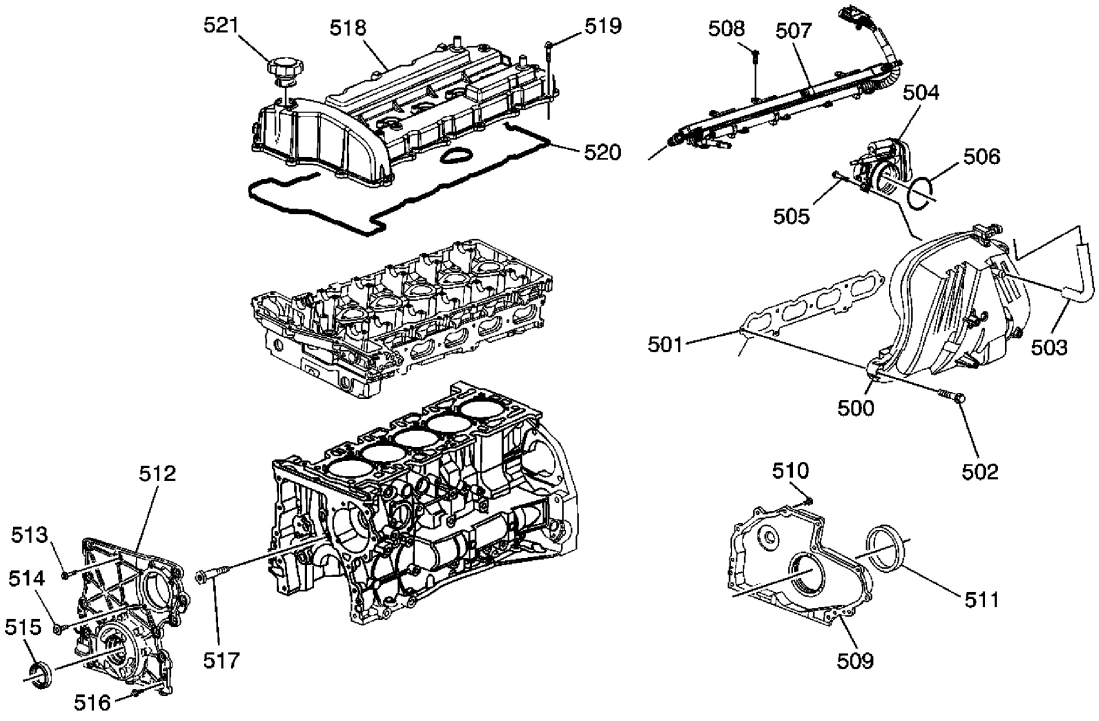

**Fig. 20: Vista de la tapa del motor y Componentes**
**Llamadas con respecto a la Fig. 20**